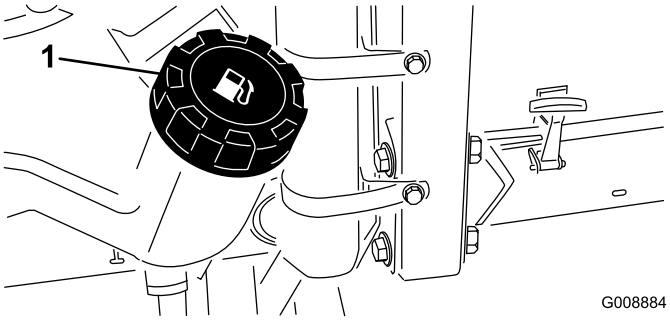

Figur 22
1. Rengör området runt tanklocket (Figur 22).